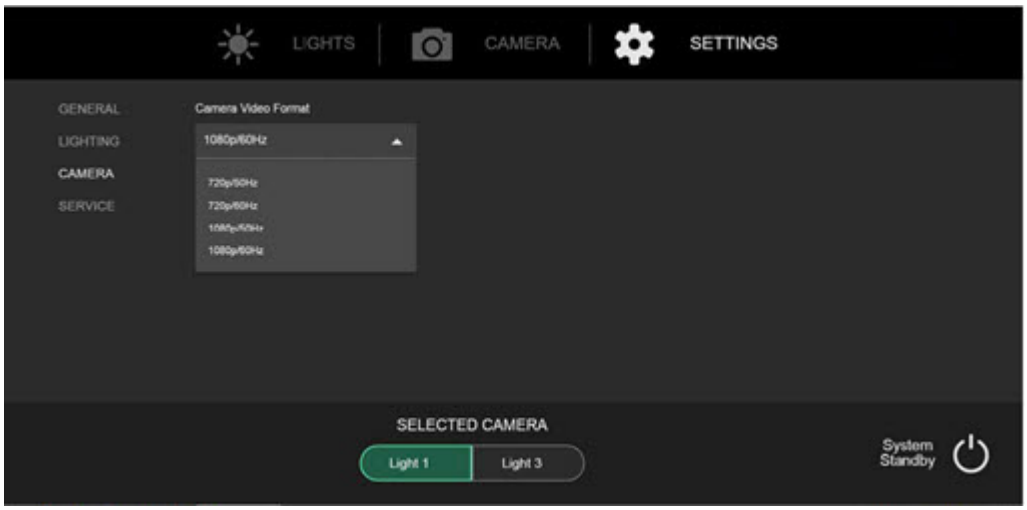

Figura 6-44. Formato de vídeo de la cámara
1. Pulse el botón Configuración en el IWC. Consulte la *Figura 6-44*.
Los formatos de vídeo compatibles con las cámaras HD de la serie A se muestran en la *Figura 6-44*. Los formatos de vídeo compatibles con las cámaras 4K de la serie A son 1080p/50 Hz, 1080p/60 Hz, 2160p/25 Hz y 2160p/30 Hz.